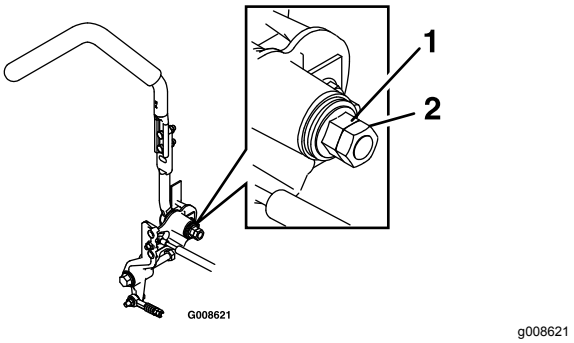

Figur 64
2. Lossa kontramuttern (Figur 64).